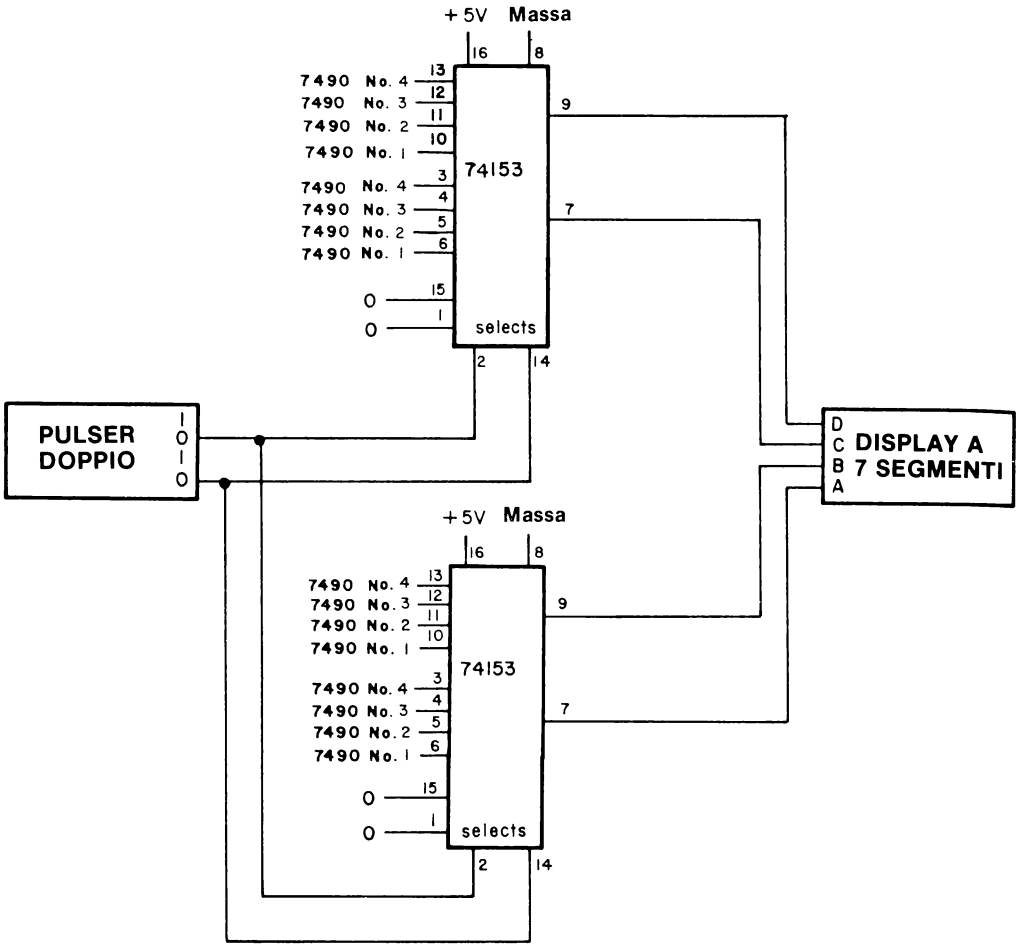

Figura 4-7. Schema per l'Esperimento N. 7. Sono illustrati i particolari dei collegamenti dei due chip multiplexer 74153. Vedete figura 4-6.
- Uno schema dei collegamenti fra i quattro contatori 7490 e i due chip 74153 data selector/multiplexer (figura 4-7).